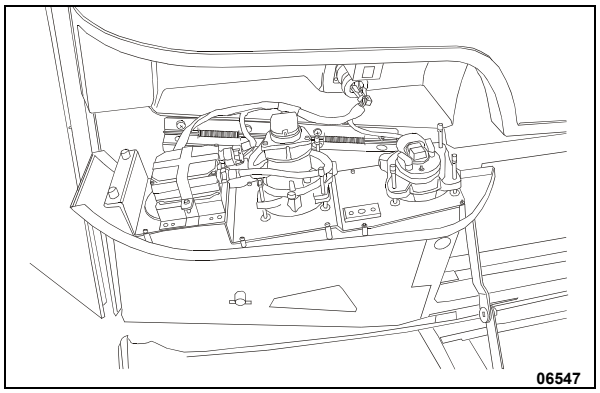

**FIGURE 52: OPENING HEADLIGHT ASSEMBLY**
Aiming can be performed without opening headlight assembly. Horizontal and vertical aiming of each module is provided by two adjusting screws that pivot the module in the housing for proper alignment (Figure 52). There is no adjustment for focus since the module is set for proper focus during manufacturing assembly.
2. Remove the headlight screw fixing the headlight assembly, then tilt headlight assembly down (Figure 52).